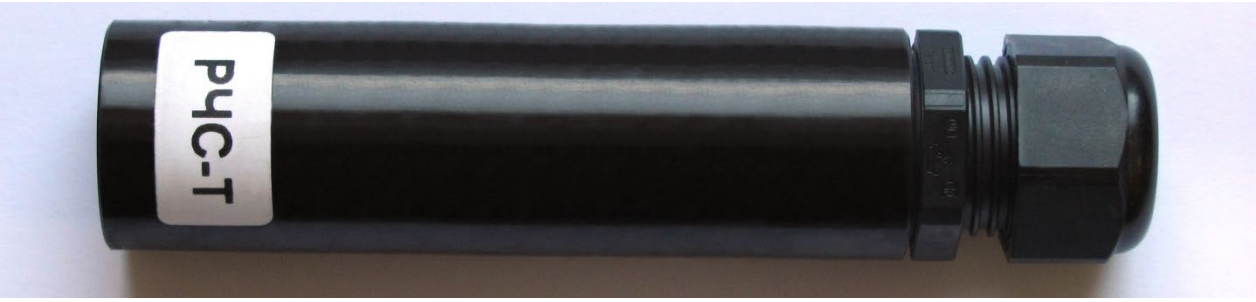

Рисунок 2.24
2.4.3.3 Подготовка РЧС-Т (рисунок 2.24) к настройке